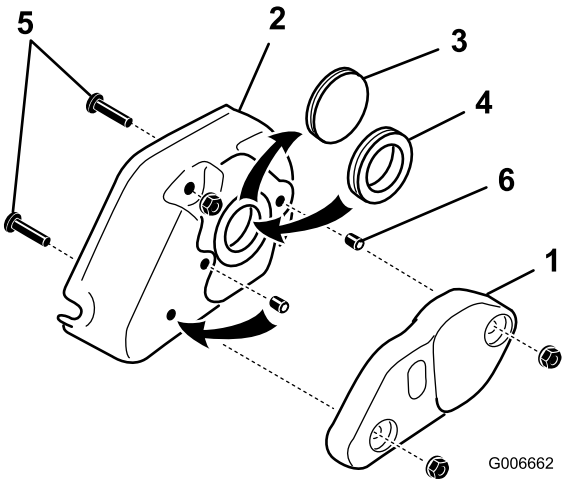

Figure 28
31. Retirez les (2) écrous à embase de 5/16 pouce qui fixent le contrepoids au couvercle du groomer et retirez le contrepoids (Figure 28).
6. Vis de fixation (2)
32. Retirez la rondelle pleine du couvercle et remplacez-la par la rondelle en caoutchouc (Figure 28).
33. Retirez les (2) vis de 5/16 x 1-1/4 vissées dans le couvercle (Figure 28).
34. Retirez la vis de fixation du trou central dans le couvercle du groomer (Figure 28). Placez cette vis et celle fournie avec le kit dans les trous occupés précédemment par les vis de montage du couvercle. Appliquez du Loctite sur les vis avant le montage. Assurez-vous que les vis sont de niveau avec le couvercle.